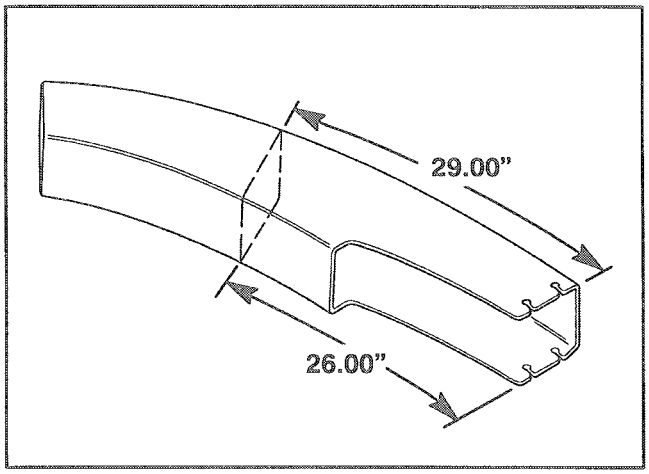

Figure 20
1. Using dimensions shown in figure 20, use tape measure and mark the chute.